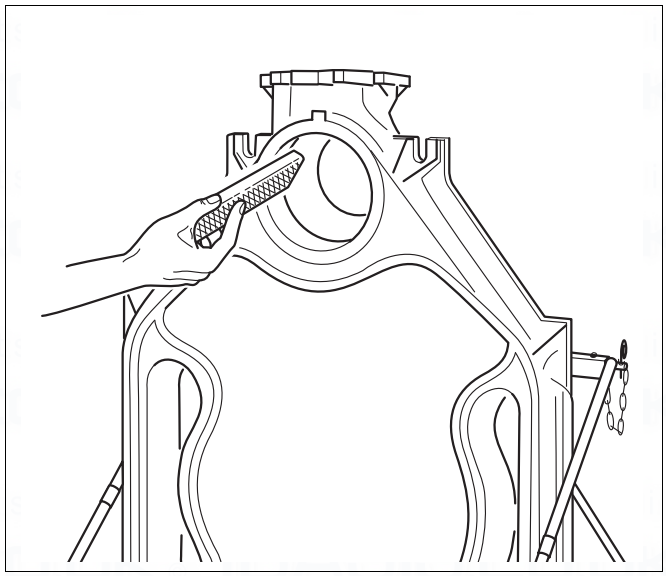

Fig. 12 Filing off flash
- File down any burrs on the hubs (Fig. 12).
- File down any burrs on the hubs (as shown in Fig. 12, page 19).